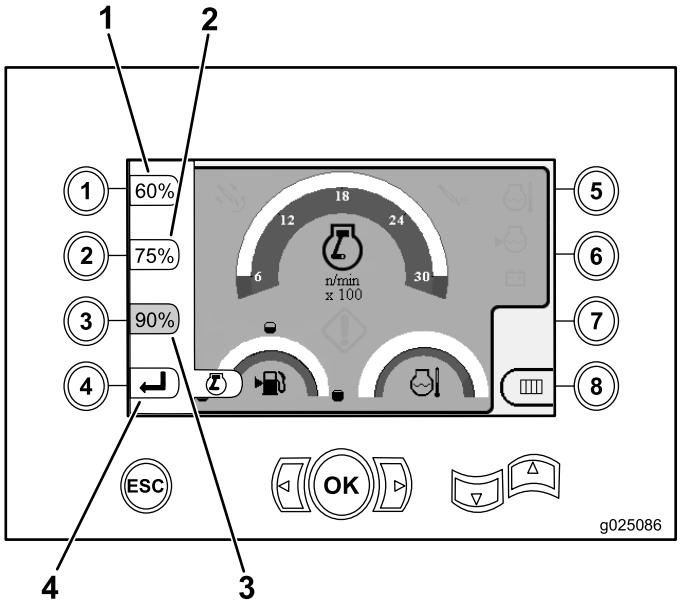

Figure 20
- Appuyez sur le bouton 1 pour activer le régime moteur (tr/min) à 60 %, comme montré à la Figure 20.
- Appuyez sur le bouton 2 pour activer le régime moteur (tr/min) à 75 %, comme montré à la Figure 20.
- Appuyez sur le bouton 3 pour activer le régime moteur (tr/min) à 90 %, comme montré à la Figure 20.
- Appuyez sur le bouton 4 pour retourner à l'écran principal (Figure 20).